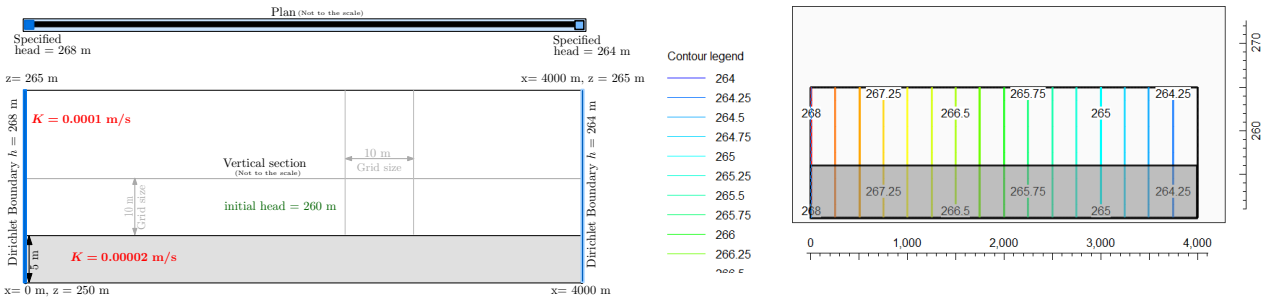
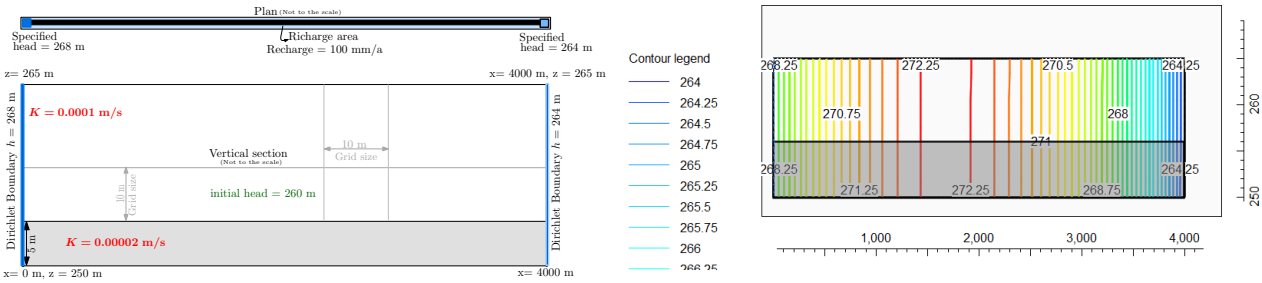
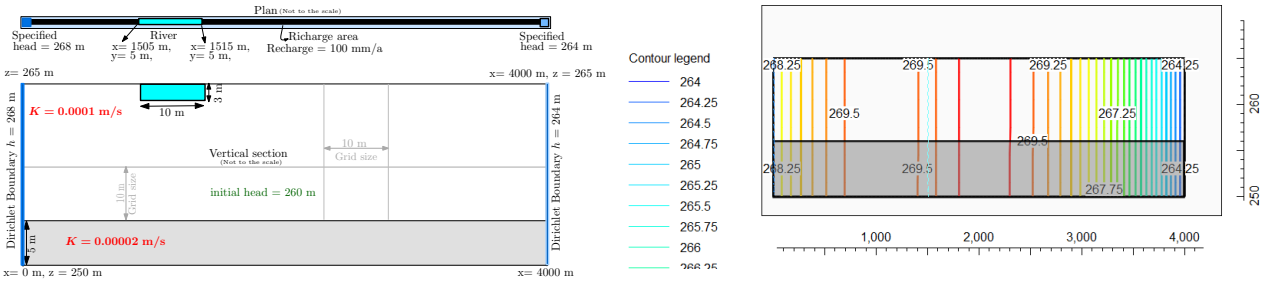

Figure 2: Left: The model domain and, Right: Obtained hydraulic head isolines for the front view
Figure 3: Left: The model domain and, Right: Obtained hydraulic head isolines for the front view
Figure 4: Left: The model domain with a river, and Right: Obtained hydraulic head isolines for the front view displaying the influence of river on the head
- ○ check hydraulic head isolines - the resulting plot should appear as in: Figure 2
- check hydraulic head isolines - the resulting plot should appear as in Figure 3
☐ The distribution of isolines in the Figure 3 suggest that recharge of the domain distorts the uniformity of isolines (observed in Figure 2) towards the lower head (right) boundary
- ○ check hydraulic head isolines - the resulting plot should appear as in Figure 4
- ☐ River provides additional source of water to the model and its impact is very disticnt by comparing Figure 3 and Figure 4
- ☐ The pumping well forces flow towards itself. In fact, water is also pulled from the outflow (right) boundary. Comparing Figure 3 and Figure 4 basically displays that. The path-plot should more clearly demonstrate these.